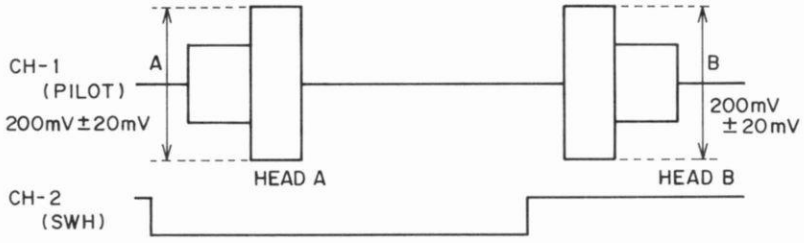

Fig. 4-6
3) Adjust semi-fixed resistor R487 for head A and R486 for head B so that the 130 kHz pilot signal (levels A and B) are 200 ± 20 mV as shown in Fig. 4-6. At this time, the difference in output between level A and level B should be 20 mV or less.
３）．図4-6 の様に，130KHzのパイロット信号（レベルＡ，Ｂ）が 200±20mVになるように，Ａヘッドについては半固定抵抗 R487 ，Ｂヘッドについては半固定抵抗 R486 を調整する．又，このときＡ，Ｂの出力差は，20 mV以下であること．